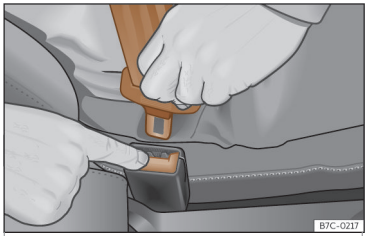

Fig. 10 Soltar la lengüeta del cierre del cinturón.
- Presione la tecla roja en el cierre››› **fig. 10**. La lengüeta saltará del cierre.